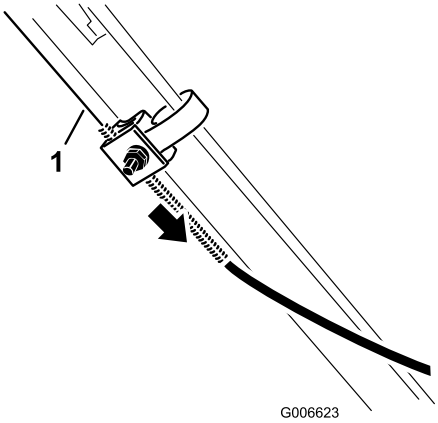

Figur 27
6. Dra ner kabelhöljet (mot gräsklipparen) så att kabeln spänns (Figur 27).